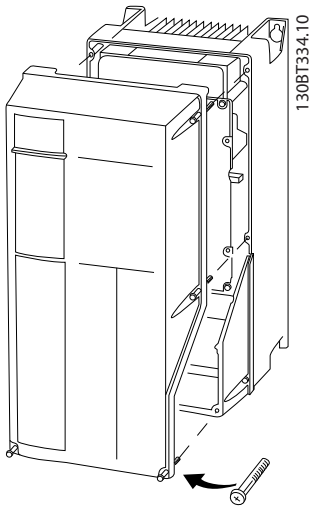

Abbildung 4.20 Zugang zu den Steuerklemmen in den Gehäusen A4, A5, B1, B2, C1 und C2
- Entfernen Sie alternativ die Frontabdeckung durch Lösen der Befestigungsschrauben. Siehe *Abbildung 4.20*.
Alle MCO 361-Klemmen befinden sich neben der Steuerkarte. Um Zugang zu erhalten, entfernen Sie die vordere Abdeckung, siehe *Abbildung 4.20*.